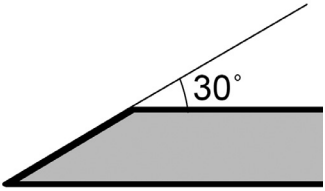

Рис. 35 Угол заточки ножа
1. Поместите край лезвия ножа под углом 30° для заточки (Рис. 35). Заточите кромку лезвия шлифовальным кругом.